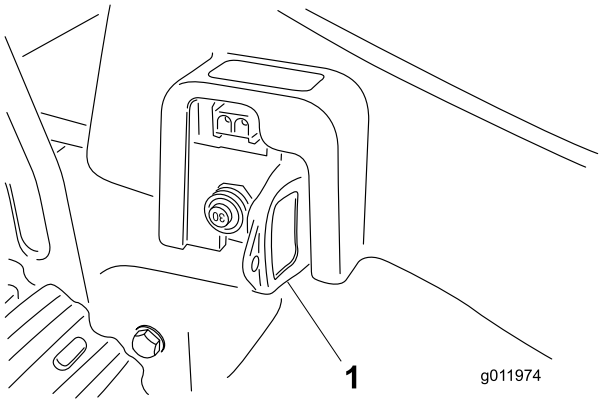

Figure 7
2. Insert the key fully into the plug receptacle (Figure 7).